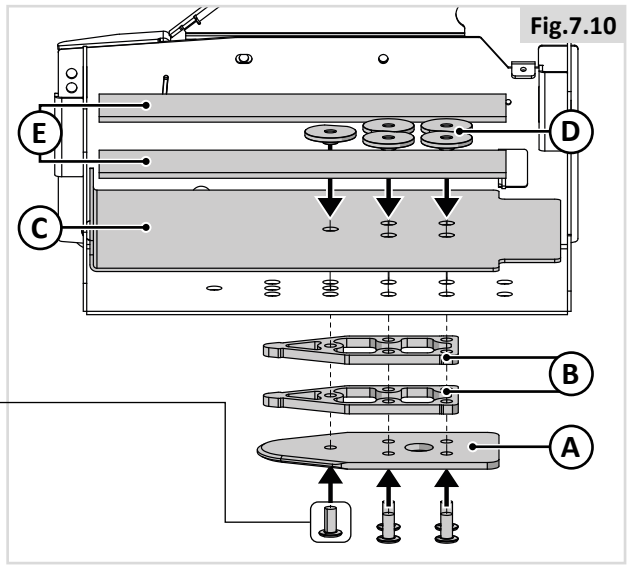

Fig.7.10
Montieren Sie die fünf Schrauben (M8), die Sicherungsplatte (A) und die Distanzstücke (B) (an der Unterseite des Fahrgestells), sowie das Versteifungsblech (C), die Spezialmuttern (D) und Distanzstücke aus Kunststoff (E) (im Inneren des Fahrgestells) (Fig. 7.10).